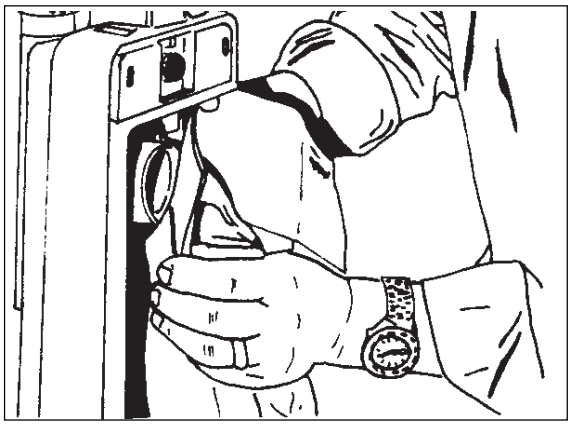

Figura 4
c. Ponga la abertura de la entrada de cartón por encima del adaptador de la bolsa. Consulte la figura 4.